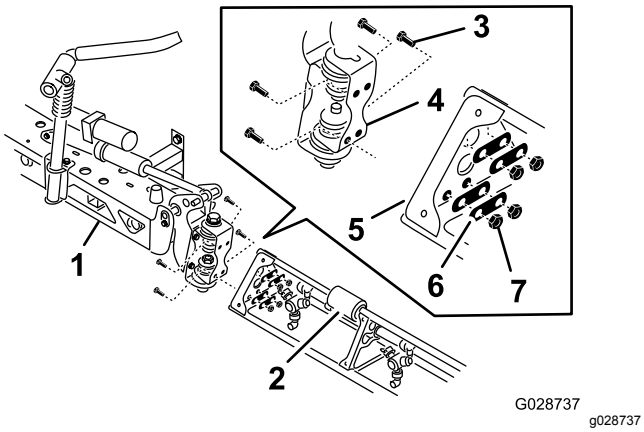

Figur 30
2. Drej hvert aksebeslag ved enden af midterbomsektionen, så beslagene flugter lodret med bommen (Figur 30).
4. Monter den hængslede plade på den trekantede plade med de 4 flangehovedbolte, 4 bagplader og 4 flangelåsemøtrikker, som du fjernede i trin 1, som vist i Figur 30.
6. Ret stangenden på bommens løftecylinder ind efter hullerne i hornet på aksebeslaget (Figur 30).
7. Fastgør stangenden på aksebeslaget med en gaffelbolt og en låseclips (Figur 30).